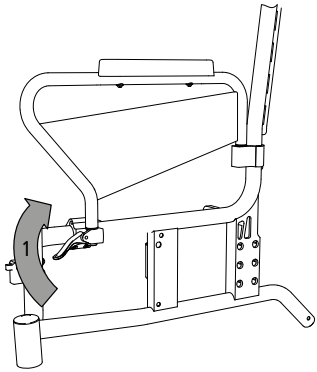

fig. 10
1. Pour cela, relâcher d'abord le levier de blocage du collier de fixation avant. (1, fig. 10).